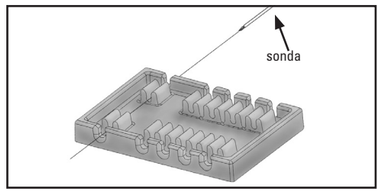
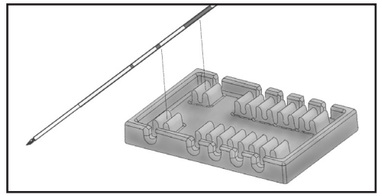

Figura 1
Figura 2
3. Coloque la primera sonda en el separador deslizándola en este (como se muestra en la figura 1) o encajándola en el eje de la sonda (como se muestra en la figura 2).
4. Coloque la segunda sonda en el separador deslizándola en este (como se muestra en la figura 1) o encajándola en el eje de la sonda (como se muestra en la figura 2).